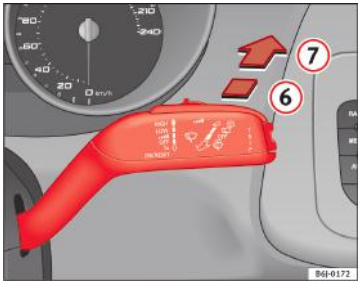

Fig. 66 Maneta ştergătoarelor şi a sistemului de spălare a parbrizului: ştergătorul lunetei
– Apăsaţi maneta înainte în poziţia (6) ⇒ fig. 66. Ştergătorul va curăţa luneta la aproximativ fiecare 6 secunde.
– Apăsaţi maneta complet înainte, în poziţia (7) ⇒ fig. 66. Ştergătorul şi sistemul de spălare a lunetei funcţionează simultan. Sistemul de spălare a parbrizului va funcţiona atât timp cât menţineţi maneta în această poziţie.